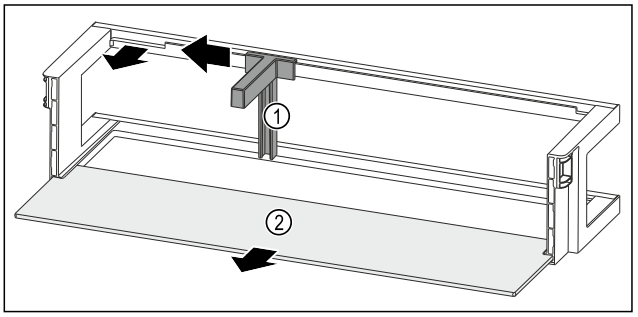

Fig. 174 Estante en la contrapuerta con soporte para botellas y estante
▶ Empuje el soporte para botellas *Fig. 174 (1)* hacia un lado hasta la entalladura.
▶ Retire el soporte para botellas *Fig. 174 (1)*.
▶ Retire el estante *Fig. 174 (2)*.